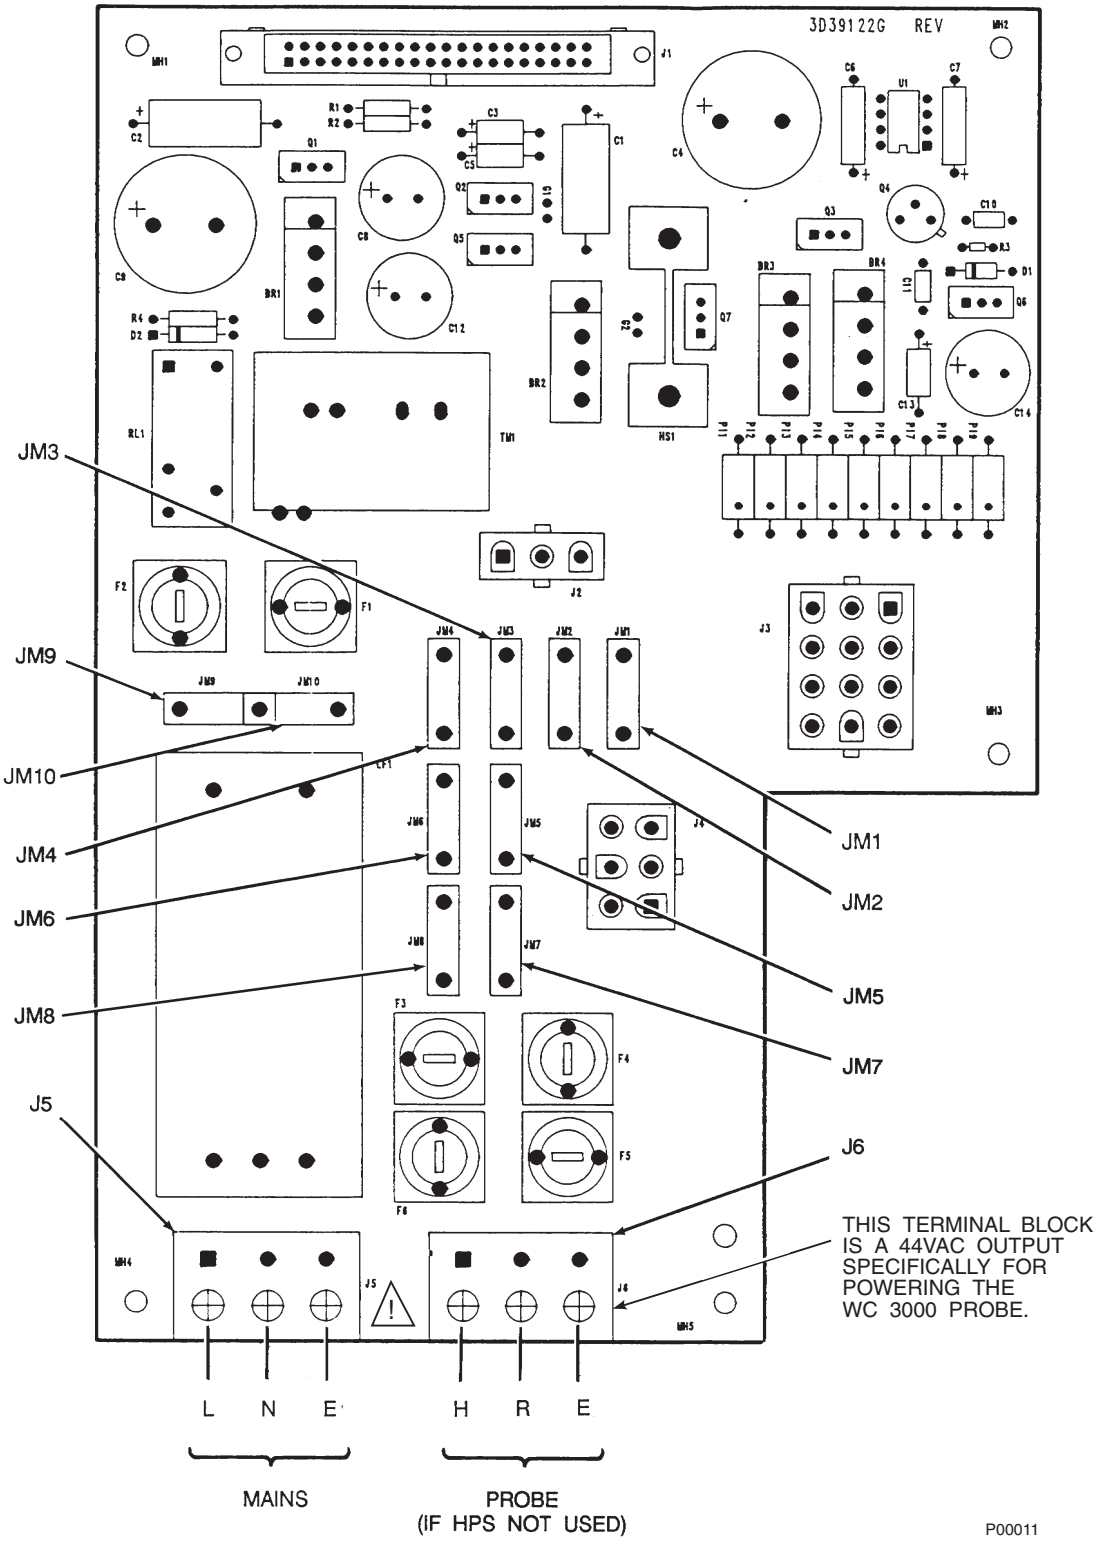

Figure 2-6. IFT Power Supply Board Jumpers
1. The IFT can be configured for 100, 120, 220, or 240 line voltages. For 120 Vac usage, install JM8, JM7, and JM1. For 220 Vac usage, install jumpers JM6, JM5, JM2 (refer to Figure 2-5 and Figure 2-6).
7. Terminal strip J5 on the power supply board is used for supplying the IFT with power. Terminal strip J6 on the power supply board is used to supply the probe heater with power if an HPS is not used (Figure 2-6).